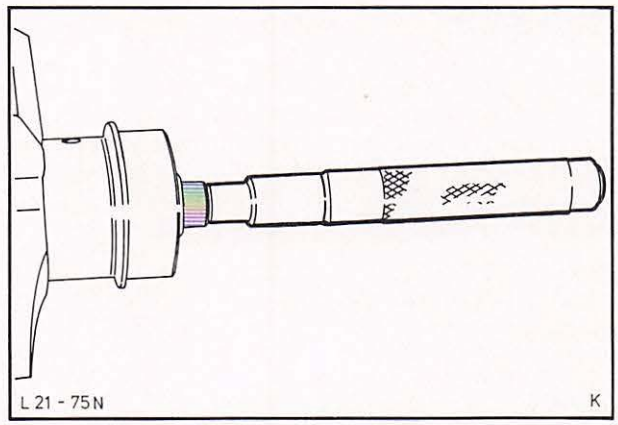

Abb. 107 Nadellager-Kurbelwelle mit Spezialwerkzeug 21-067 (GH-7554) einpressen
33. Neues Nadellager-Kurbelwelle mit Spezialwerkzeug 21-067 (GH-7554), Abb. 107, in die Kurbelwelle einpressen. Kurbelwellenzahnrad aufpressen, Stirnraddeckel mit Wasserpumpe und Thermostat komplettieren.